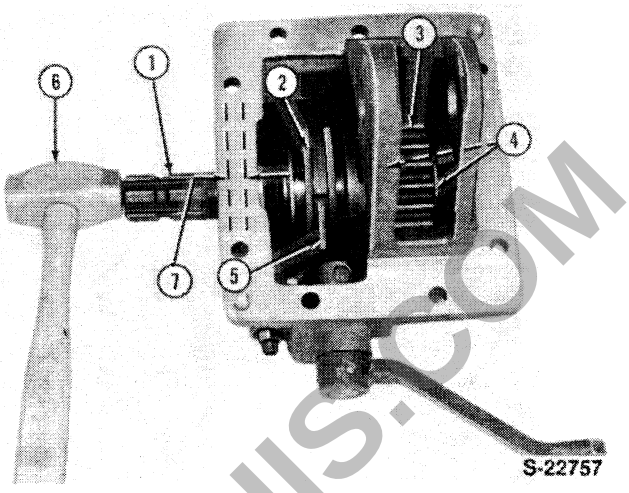

Figure 64
7. Using a brass hammer gently drive the output shaft into the rear bearing and the shaft front bearing into the case. The front bearing should go into the case 21/32 inch, Figure 64. This allows room for the front cover flange.